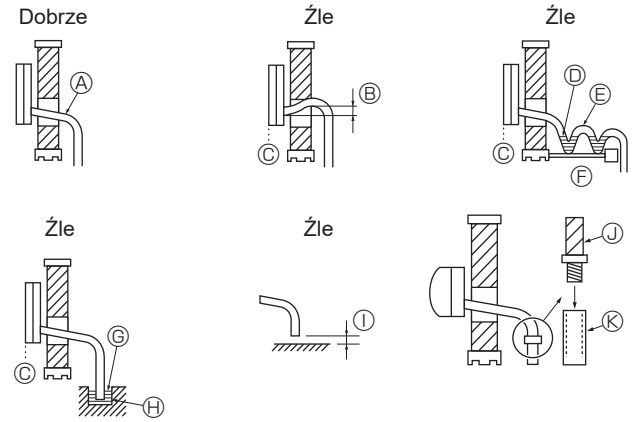

Rys. 5-1
5.1. Montaż rur spustowych (Rys. 5-1)